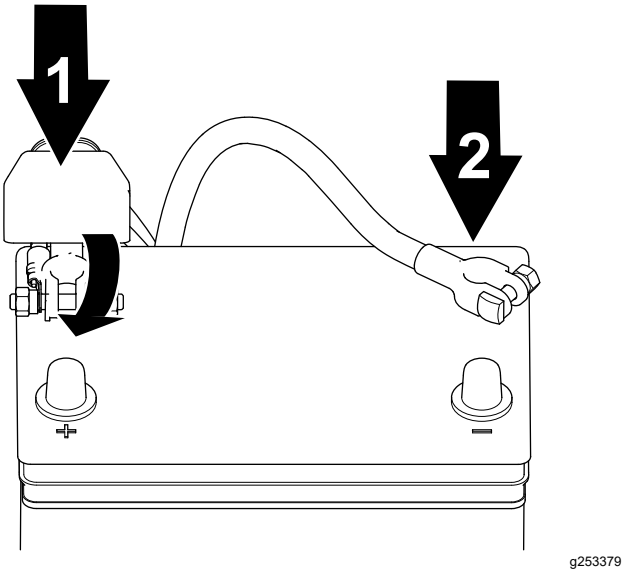

Figuur 32
1. Sluit de pluskabel weer op de accu aan en draai de moer van de accuklem vast (Figuur 32).
2. Sluit de minkabel weer op de accu aan en draai de moer van de accuklem vast (Figuur 32).